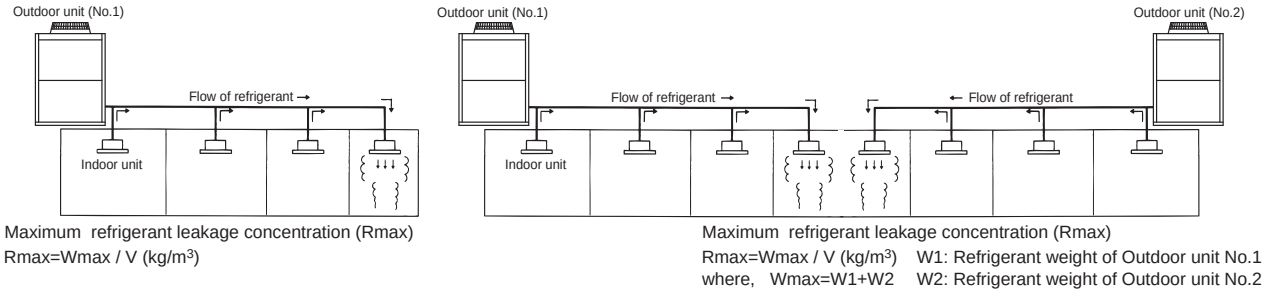

Fig. 5-1 The maximum refrigerant leakage concentration
The maximum refrigerant leakage concentration (Rmax) is defined as the result of the possible maximum refrigerant weight (Wmax) leaked into a room divided by its room capacity (V).It is referable to Fig.5-1.The refrigerant of Outdoor unit here includes its original charge and additional charge at the site.